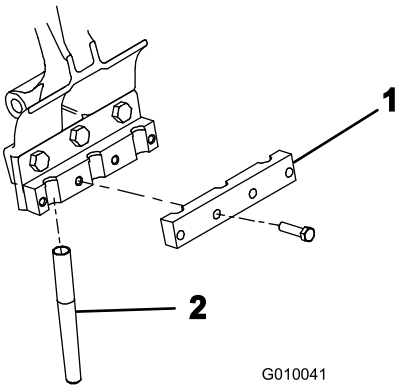

Figur 24
4. Montera en harvpinnsbygel löst på varje harvpinnshållare med fyra bultar (3/8 x 1–1/2 tum) (Figur 24). Dra inte åt bultarna.